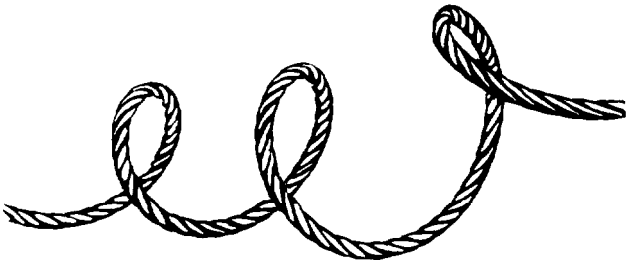

Figure 4-45. *Cork-Screw Rope*
2. Cork-screwed rope: This condition results from rope being pulled around an object having a small diameter (Figure 4-45).